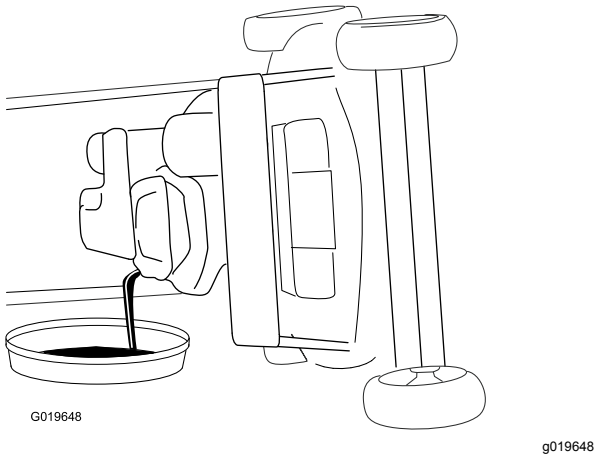

Figuur 29
4. Kantel de machine op de zijkant (met het luchtfilter naar boven) om de oude olie uit de vulbuis te laten lopen (Figuur 29).